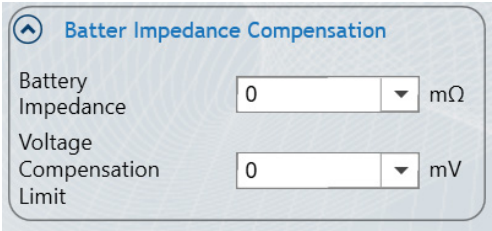

Figure 12: Battery Impedance Compensation
1. Select the battery impedance compensation and the voltage limit (see Figure 12).